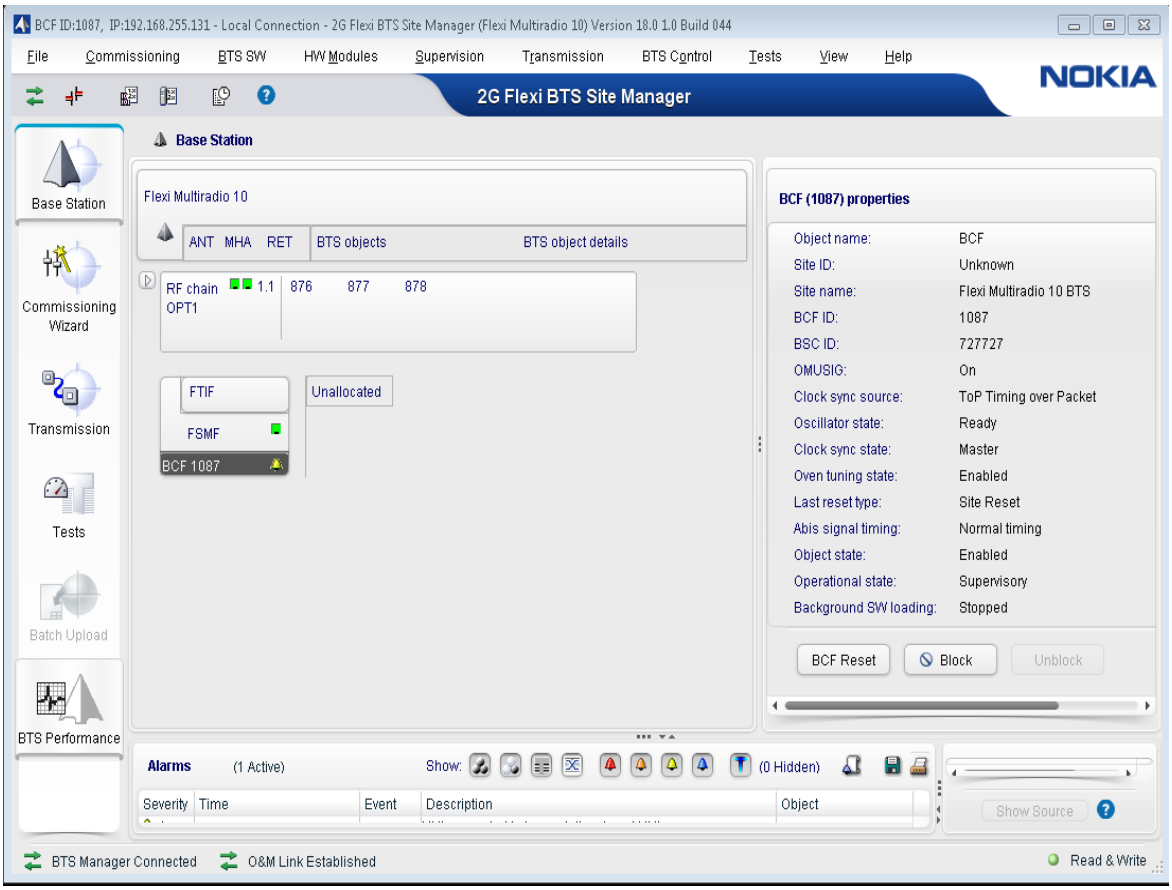

Fig:6:Element Manager (FLEXI BTS Manager)
- **ELEMENT MANAGER:** is an administrator utilized to control BTS locally and remotely. Element Manager is an application that keeps running on the user workstation /Pc on the most recent Windows Oss. The graphical UI which is shown in fig 6 of the EM makes simple for the user to work on. The fundamentals elements of BTS manager are BTS authorizing, BTS supervision (Alarms, Lock/unblock),BTS working state and BTS testing.